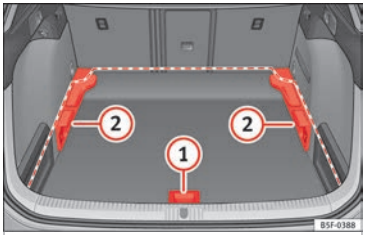
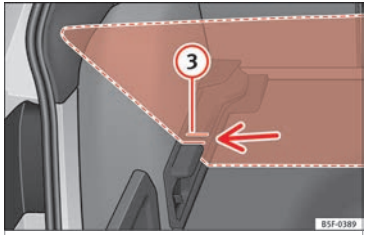

Fig. 158 Luggage compartment variable floor: positions.
Fig. 159 Luggage compartment variable floor: grooves tilted.
- Lift the floor using handle ››› Fig. 158 (1) and pull it back until the front of the floor has fully passed the supports (2).
- Move the floor forward over the supports as far as the rear seat backrest and then lower the floor with the handle (1).
- Now match the front part with the lower grooves of the supports and slide the floor forwards as far as the rear seat backrest and lower the floor at the same time with the handle (1). »
- Lift the variable floor using handle ››› Fig. 158 (1) and pull it back until the front of the floor has fully passed the tilted grooves ››› Fig. 159 (3).
- Pass the floor through these slots using the handle (1), pushing until the movable front of the variable floor folds and rests on the floor itself.
- Lift the variable floor by the handle ››› Fig. 158 (1) and pull it back a little.
- Push the variable floor towards the folded rear seats with the handle (1) using some downward pressure so that the moving part of the floor is flush with the backs of the rear seats.